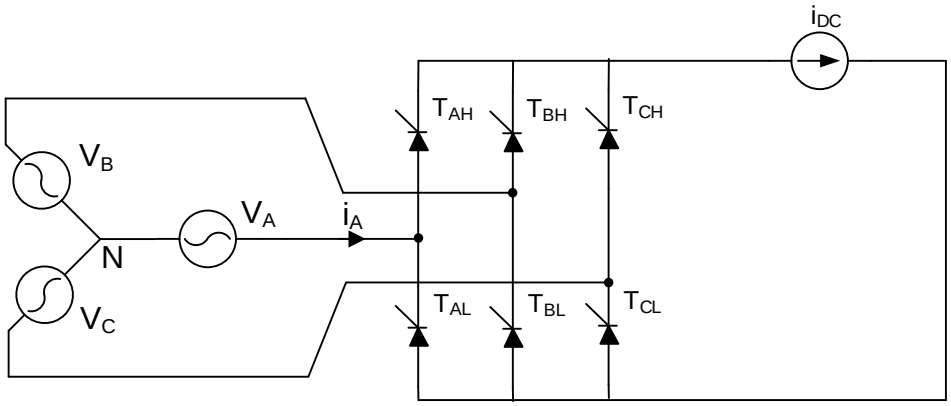

Figure 4.3
c) En considérant la source de courant représentée sur la figure 4.3, décrivez ce qui se passe au niveau de la puissance délivrée par la source triphasée si l'angle d'amorçage du pont excède 90 degrés? *(5 pts)*